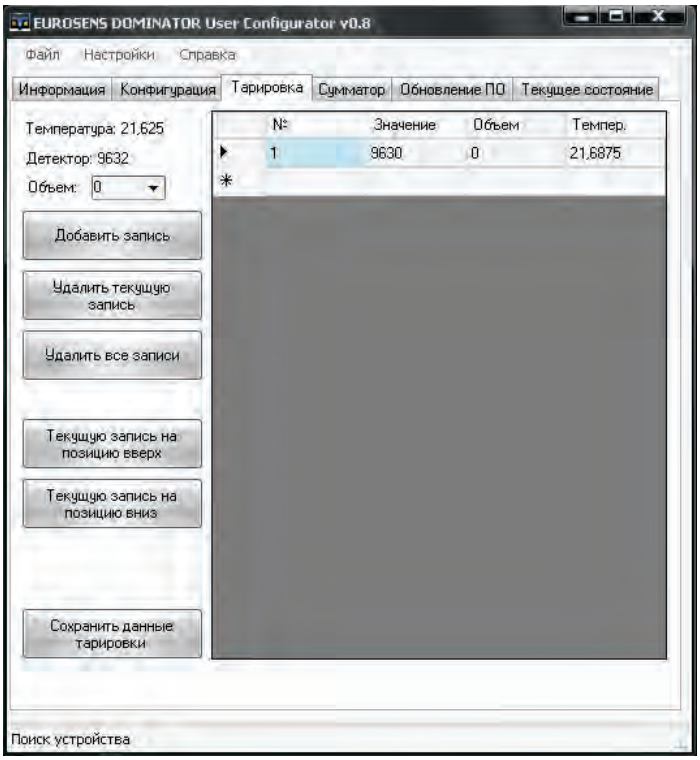

Рис.41
9) Нажать кнопку "Добавить запись" (рис.41).
10) Убедиться, что в первую строку таблицы были внесены значения параметров "Детектор", "Объем" и "Температура" правильно (рис.41). Объём топлива при этом в таблице (см. графа "Объем") должен быть равен нулю.